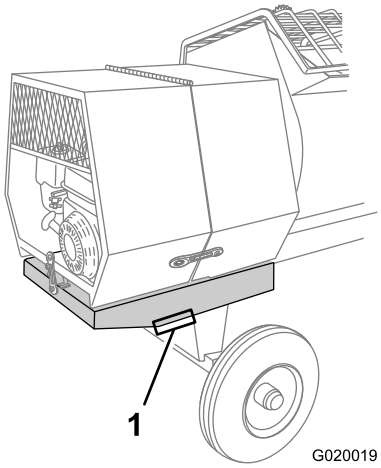

Figura 26
3. Coloque un soporte fijo en cada punto de apoyo de la extensión del bastidor trasero (Figura 26).